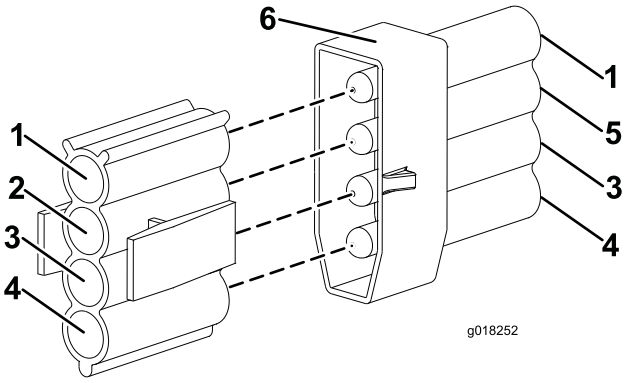

Figura 14
13. Prenda o conector da rede de cablagem da máquina com o fio VERDE/VERMELHO ao conector identificado de montagem da luz do lado direito (Figura 14).